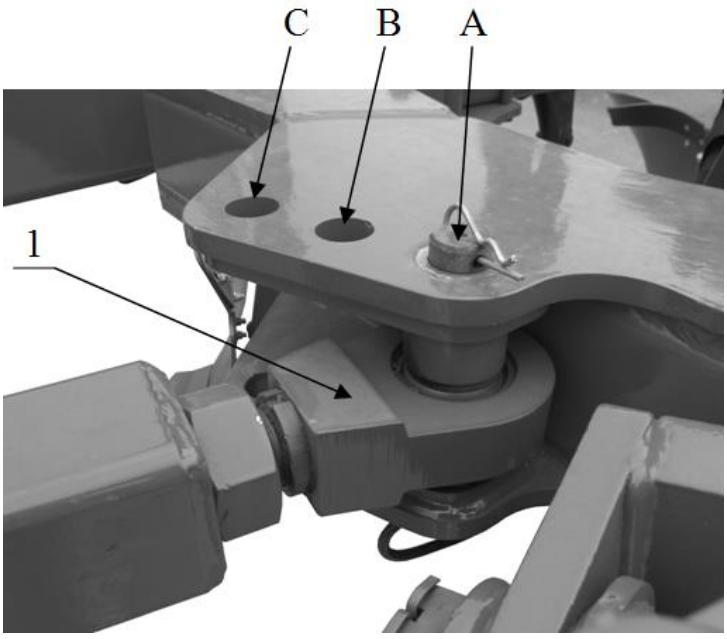

*Rysunek:16*
- VIS MX **(A, B, C) }** *Rysunek 16*